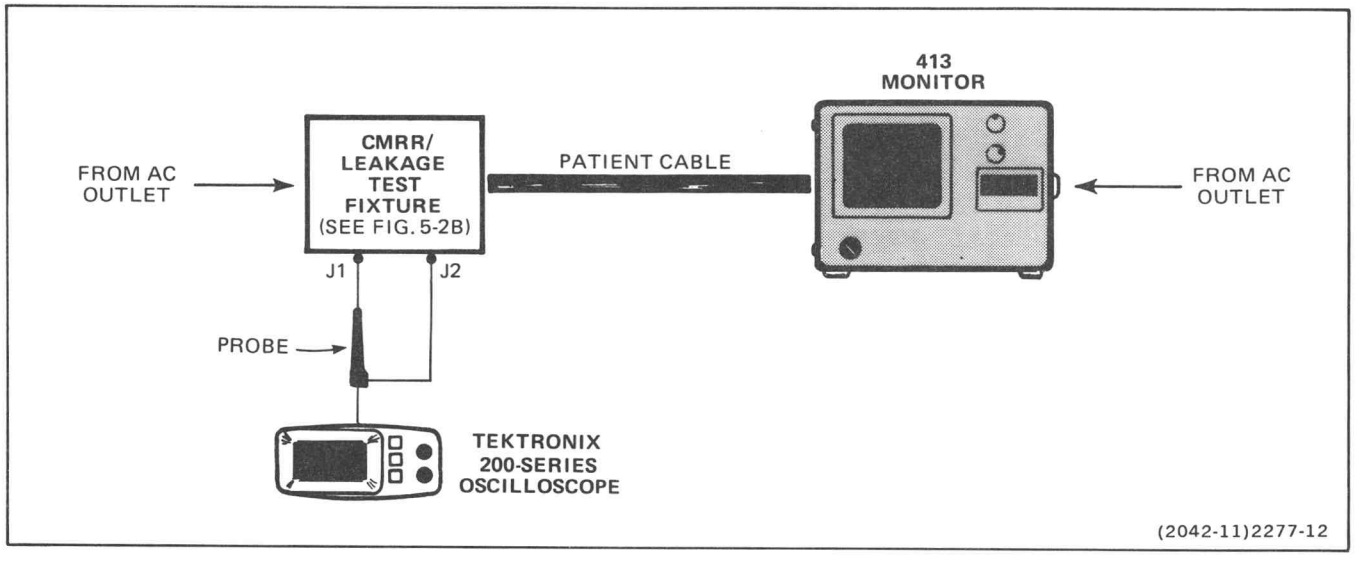

Fig. 3-12. Recommended test setup for checking leakage current.
g. Set up monitor and test fixtures as shown in Fig. 3-12.